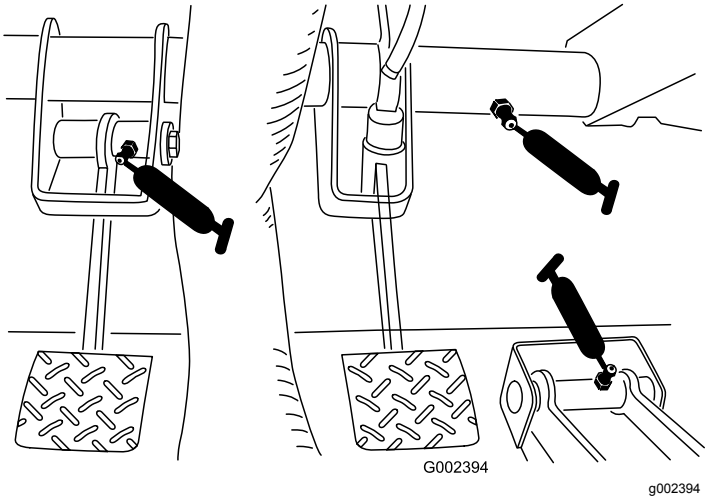

Figur 31
- **Broms (1)**, se Figur 31
- **Koppling (1)**, se Figur 31
- **Gas (1)**, se Figur 31